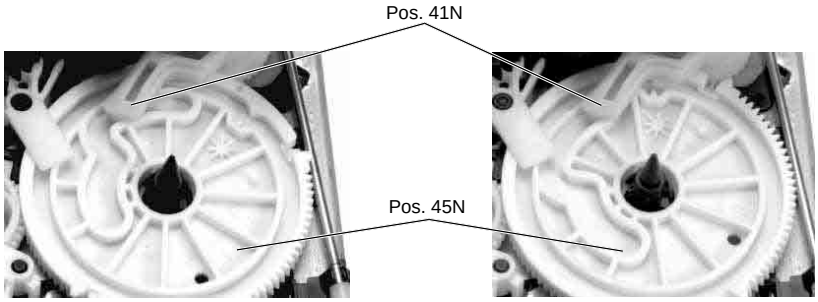

Fig. 29 Fig. 30
– Cassettenschacht absenken (Punkt 1.1). Riemenscheibe des Fädelmotors (Fig. 3) in Richtung "Einfädeln" drehen, bis das Kurvenrad in der abgebildeten Stellung (Fig. 29) ist.
– Lower the cassette compartment (para 1.1). Turn the pulley of the threading motor (Fig. 3) in the "threading" direction until the cam wheel takes the position shown in Fig. 29.